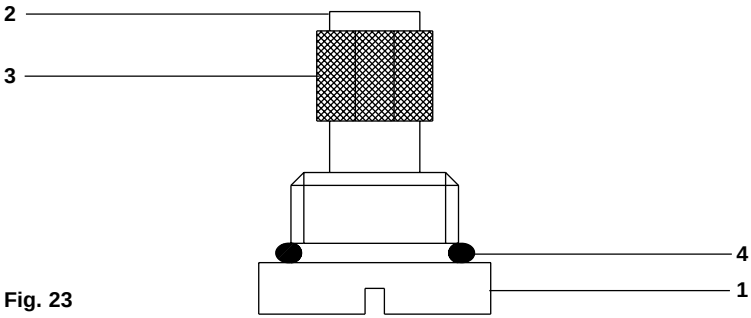

Fig. 23
- Fit the 'O' ring (**4**) and filter (**3**) onto the filter plug (**1**) (refer to Fig. 23).